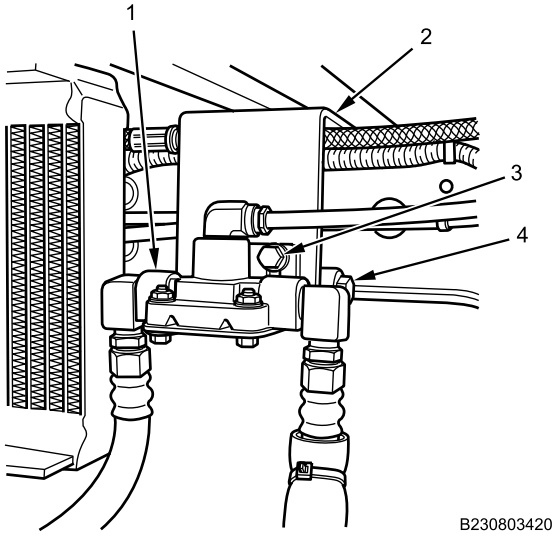

Figure 8. Rear Air Brake Quick Release Valve.
6. Install front and rear air brake quick release valves (Figure 8, Item 1 and 4) on air brake valve mounting bracket (Figure 8, Item 2) with two bolts (Figure 8, Item 3) and nuts and tighten securely. Right bolt shown, left bolt hidden from view.